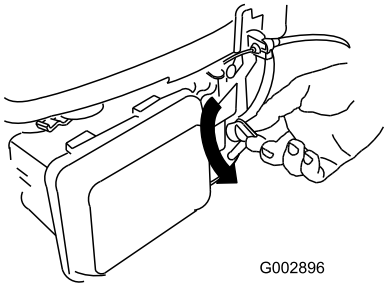

Figur 13
1. Vrid bränsleventilreglaget till det påslagna läget (Figur 13).